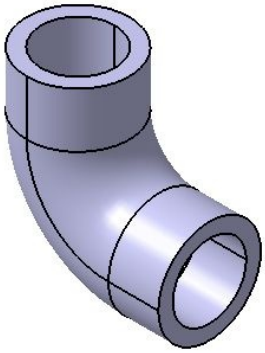

Figure 9-96 *Base feature of the model*
4. Enter **16** in the **Thickness** spinner and choose the **OK** button; the rib feature is created, as shown in Figure 9-96.
1. Create the flanges on both the ends of the rib feature using the **Pad** tool, refer to Figure 9-96.